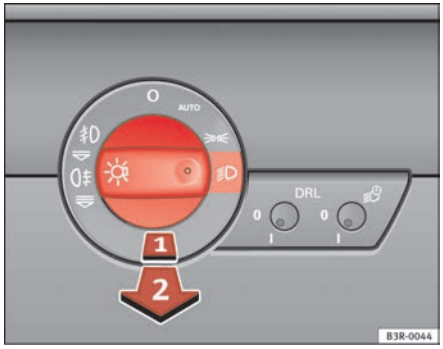

Fig. 83 Detailed view of the instrument panel: Light switch
– Turn the light switch ⇒ fig. 83 to position ≣D.
– Do ⇒ page 112, fig. 83 **not** turn the light switch to the symbol .
– Then pull the light switch out to the *first* stop (1).
– First turn the light switch ⇒ page 112, fig. 83 to the position or .
– Then pull out the light switch to the second stop (2) to switch on the rear fog light.